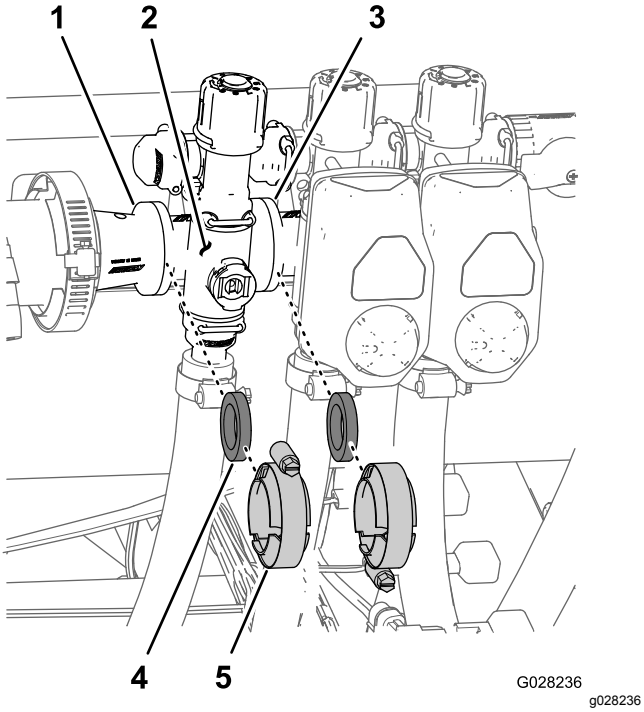

Figur 116
1. Fjern klemmene og pakningene som fester manifoldet for seksjonsventilen (Figur 116) til den nærliggende seksjonsventilen (hvis det er den venstre seksjonsventilen) og reduksjonskoblingen.